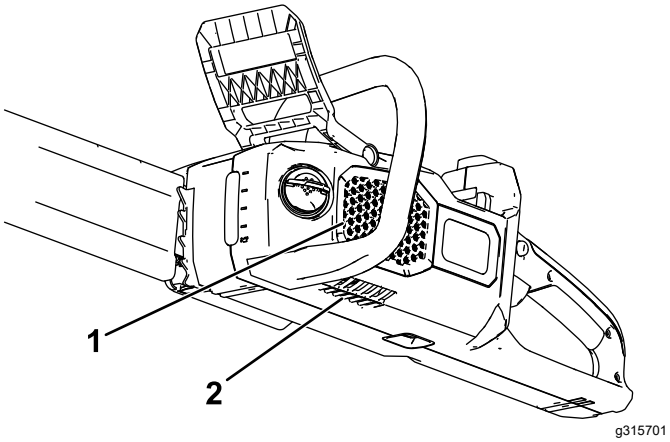

Figur 6
1. Kontrollera att ventilerna på motorsågen är fria från damm och skräp (Figur 6).